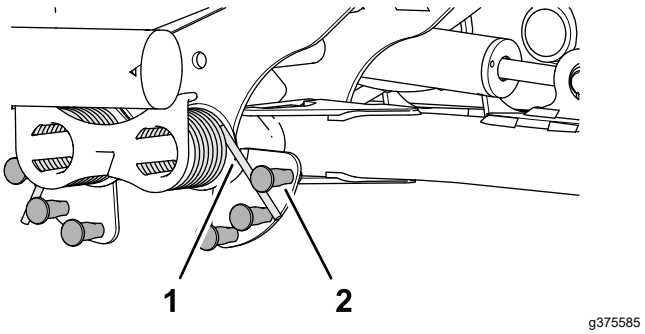

Figur 52
2. Før den lange ende af modvægtsfjederen ind i et rør eller lignende, og drej fjederen rundt om skulderbolten til den ønskede position (Figur 52).